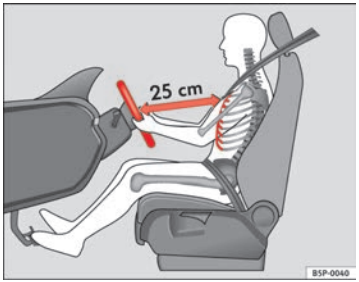

Fig. 134 Proper sitting position for driver
– Adjust the steering wheel until the correct position is set ⇒ fig. 134.
- **Adjust the driver seat or steering wheel so that there is a distance of at least 25 cm between the steering wheel and your chest ⇒ page 171, fig. 134. If you fail to observe the minimum distance, the airbag will not protect you. Risk of fatal injury.**